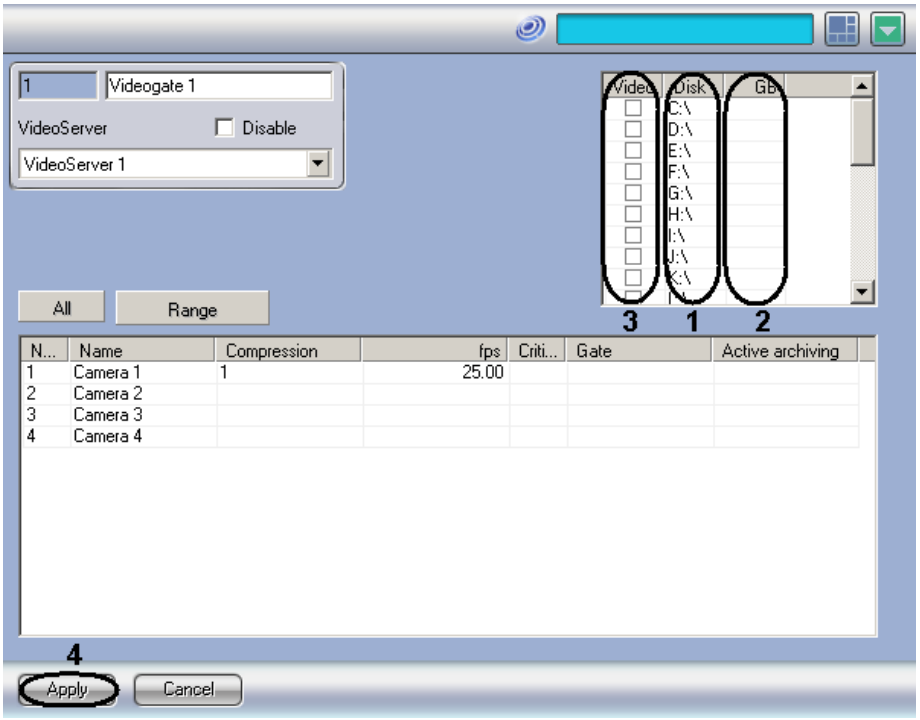

Figure 8.13-7. Selection of diskd for for storing the archive of Videogate module
1. Go to the settings panel of Videogate system object (Figure 8.13-7).
2. Names of local (net, USB) disks, accessible for archive of Videogate module are given in the column Disk (Figure 8.13-7, 1).
3. In the column «GB» there is a size of free space on disk in GB (Figure 8.13-7, 2).
4. In the column Video put the check mark for disks, selected for storing archive of Videogate module (Figure 8.13-7, 3).
6. To save the set changes click Apply button (Figure 8.13-7, 4).